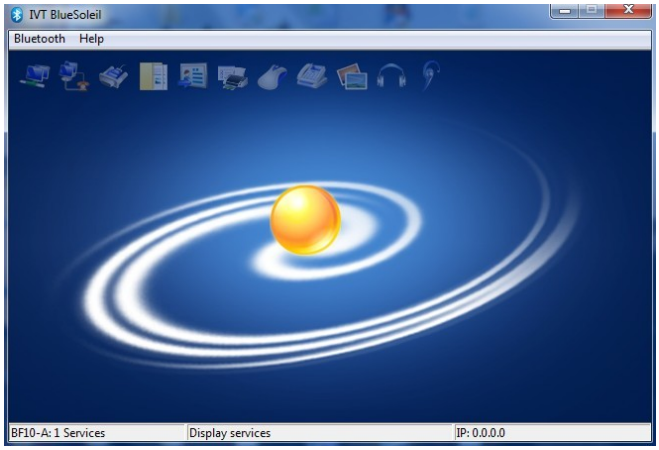

Figure 2-9 Classic Bluetooth interface
(2) Bluetooth pairing
①Insert the Bluetooth adapter into the USB port of the computer.
② Double-click the Bluetooth shortcut to enter the classic Bluetooth interface (Figure 2-9). (If it is not the classic Bluetooth interface, right-click the Bluetooth icon in the taskbar to choose classic interface)